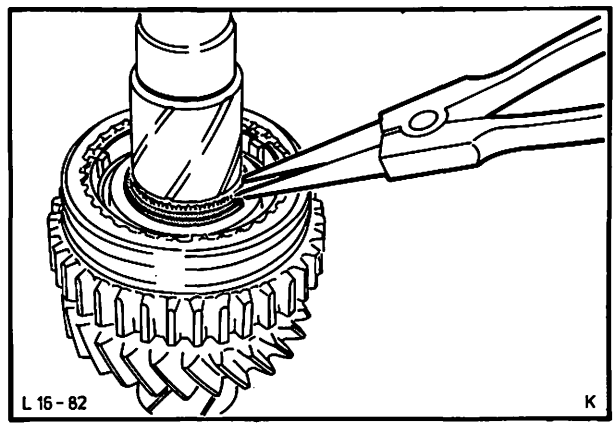

Abb. 98 Sprengring – Synchronkupplungsnabe 1./2. Gang entfernen
25. Sprengring – Synchronkupplungsnabe 1./2. Gang entfernen, Kupplungsnabe mit Synchronringen und Zahnrad 2. Gang abziehen, Abb. 98.